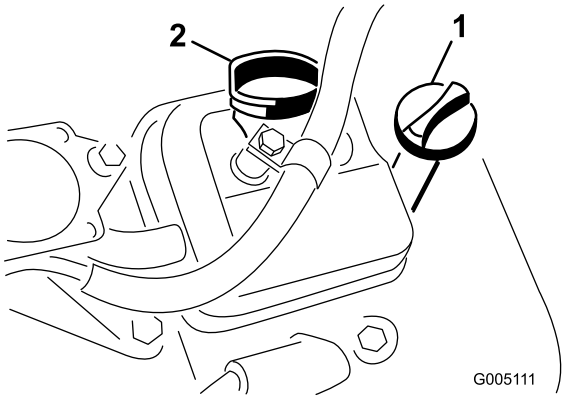

Figur 25
3. Sett peilestaven inn i røret, og pass på at den når helt ned (Figur 25).